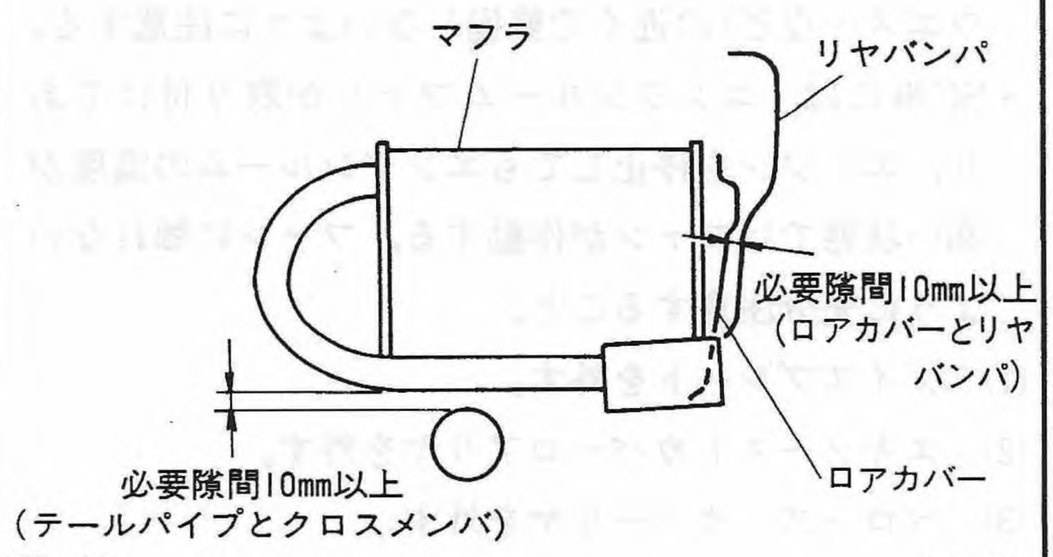
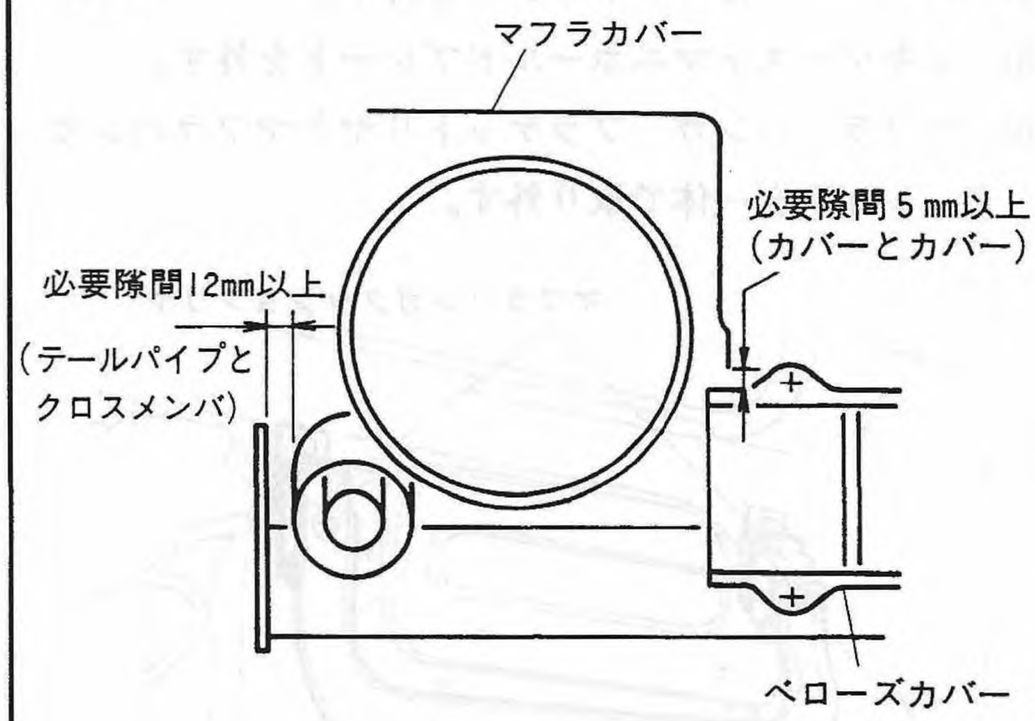

Fig.10　S2-113
Fig. 11　S2-014
(4) 仮締めがすべて終わった後，本締めする。
(5) 取付け後，Fig10・Fig11のとおり隙間が確保されているか点検する。
(6) 隙間が不足しているときは，締付け部を緩め調整した後，各部を締め付ける。